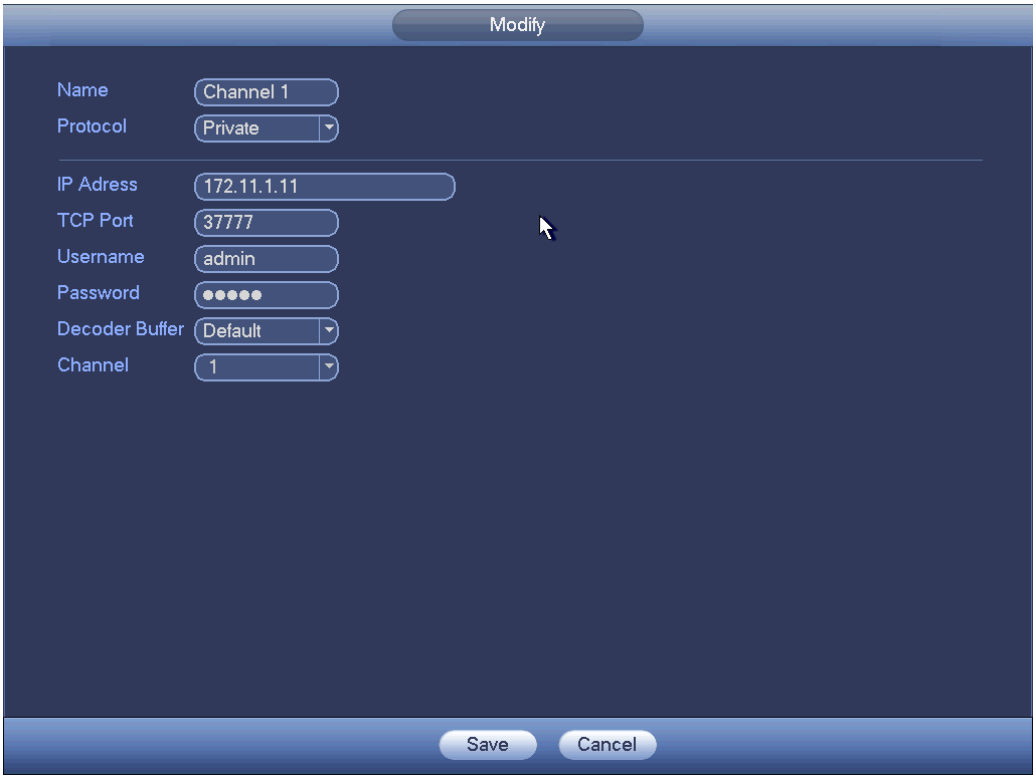

Figure 4-25
- Manual Add: Click Manual Add button, you can set the corresponding network camera information and then select the channel you want to add. The interface is similar to Figure 4-25.
- Modify: Click Modify button, you can see the following interface. See Figure 4-25.